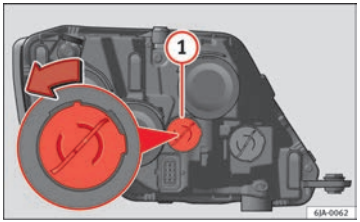

Fig. 152 Changing daytime driving light bulbs
– Turn the bulb holder ⇒ Fig. 152 (1) anti-clockwise and remove it.